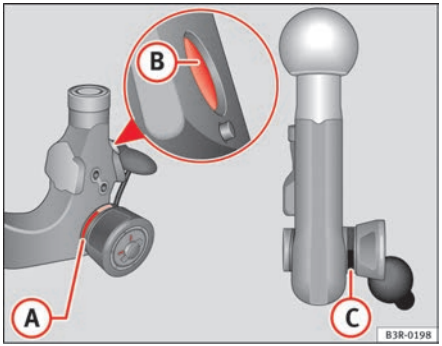

Fig. 159 Removable towing bracket: Ball joint ▶
– Check that the red marking (A) ⇒ page 198, fig. 159 on the knob is inside the black zone marked on the ball joint.
– Check that the locking pin (B) is inside the holes in the shaft section of the ball joint.
– Check that the knob protrudes visibly from the ball joint, so that there is a clear gap (C) between the knob and the ball joint.